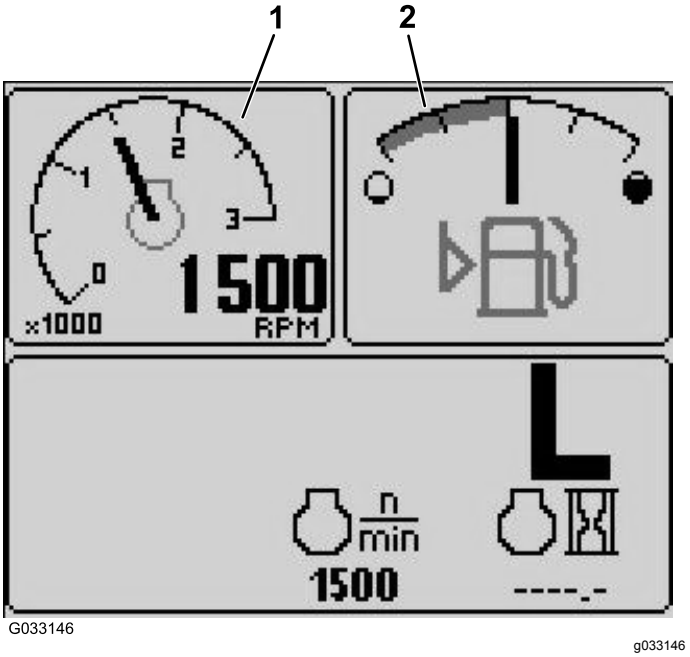

Figur 16
- Turteller – øvre, venstre skjerm Figur 16
- Indikator for drivstoffnivå – øvre, høyre skjerm (Figur 16)
Drivstoffmåleren viser hvor mye drivstoff det er på tanken (Figur 16).
Denne skjermen viser motorens driftshastighet i o/min (Figur 16).